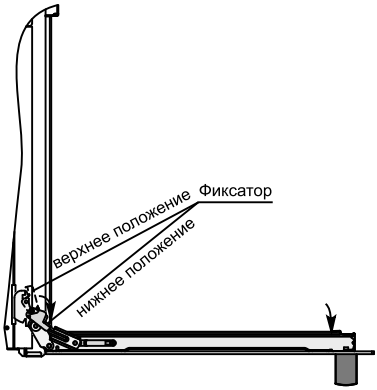

рис. 13
Для снятия дверцы нужно (см. рис. 13,14,15):
2. Повернуть фиксатор шарнира в крайнее нижнее положение см. рис. 13;